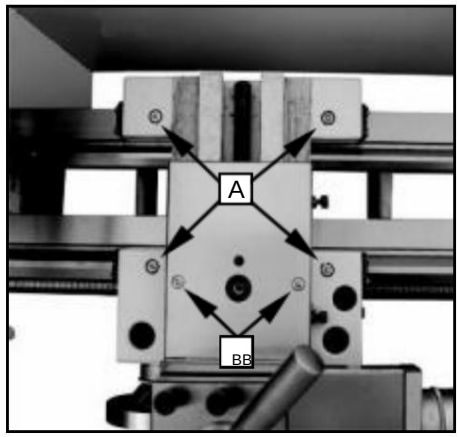

Fig. 36
2. Lossa den räfflade skruven (B, Fig.36) och öppna glidfingrarna. (C, Fig.31) tills det stadiga stödet kan flyttas med fingret runt arbetsstycket. Säkra det stadiga stödet på plats.
Smörj fyra oljeportar (A, Fig. 36) med 20W maskinolja en gång dagligen.
Smörj två oljeportar (B, Fig. 36) med 20W maskinolja en gång dagligen.